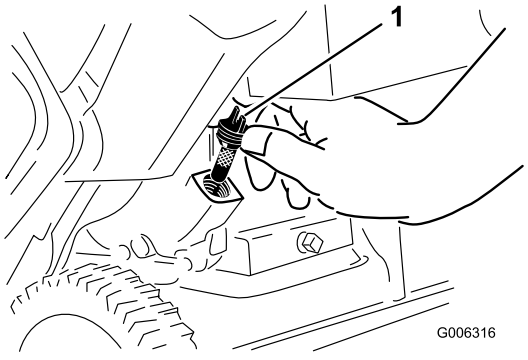

Figur 9
2. Rengør omkring oliepåfyldningsdækslet (Figur 9).